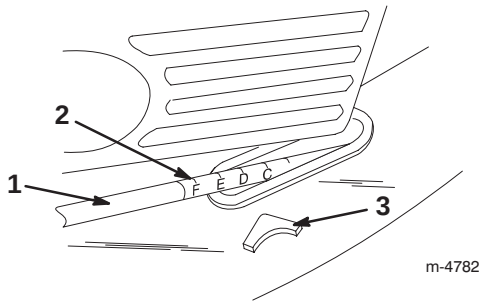

Bild 15
3. Heben Sie den Griff an oder drücken ihn nach unten. Verwenden Sie dabei den Zeiger und die Schnitthöheneinstellung am Verbindungsgestänge, um den Rasenmäher auf die korrekte Schnitthöhe einzustellen. (Bild 15).